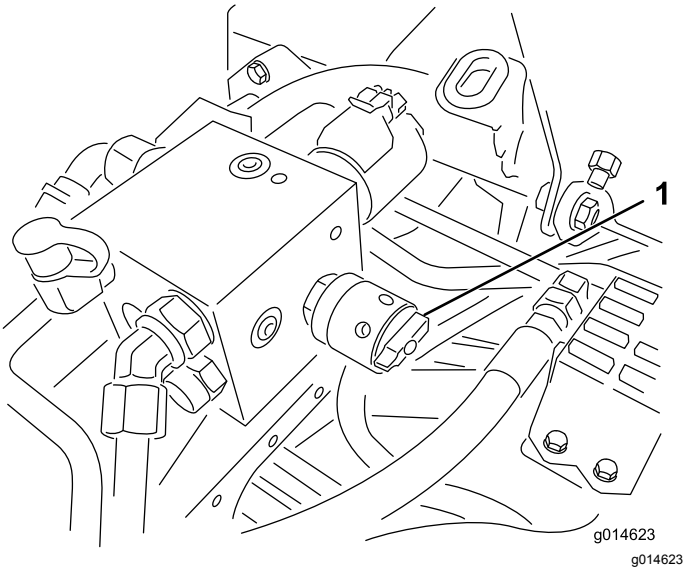

Figuur 56
6. Draai de toerentalregeling van de messenkooien op instelling 1 (Figuur 56).